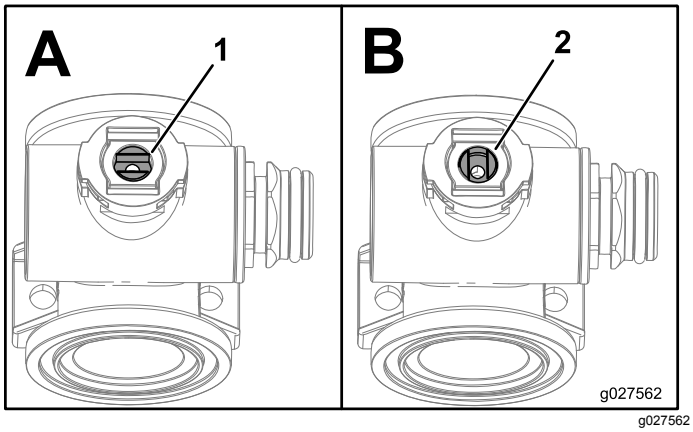

Figur 71
1. Sett ventilstammen i stengt posisjon (B i Figur 71)
3. Snu på ventilstammen, slik at kulen er i åpen posisjon (A i Figur 71).
7. Snu ventilstammeenheten slik at ventilen er stengt (B i Figur 71).